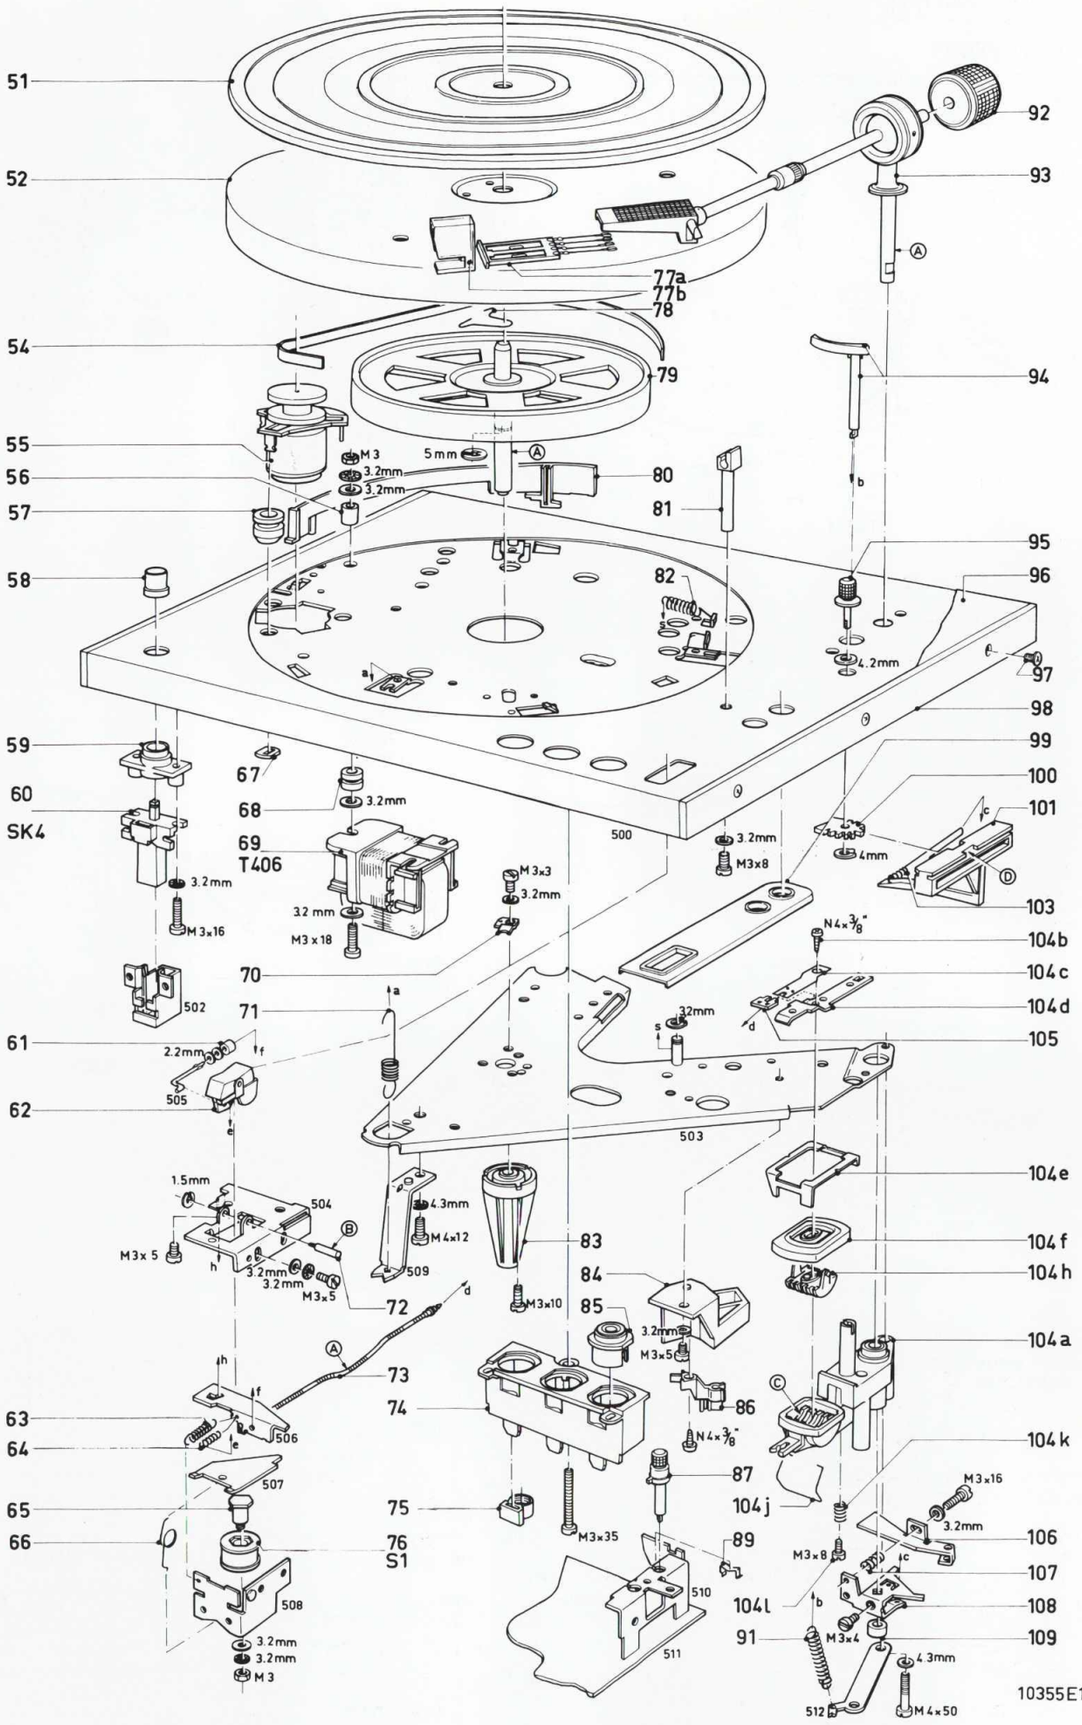

Fig. 8
(D) ELEKTRISCHE EINSTELLUNGEN (Abb. 8, 11, 12)
(I) REGOLAZIONI ELETTRICHE (Fig. 8, 11, 12)
(DK) ELEKTRISKE JUSTERINGER (Fig. 8, 11, 12)
(N) ELEKTRISKE JUSTERINGER (Fig. 8, 11, 12)